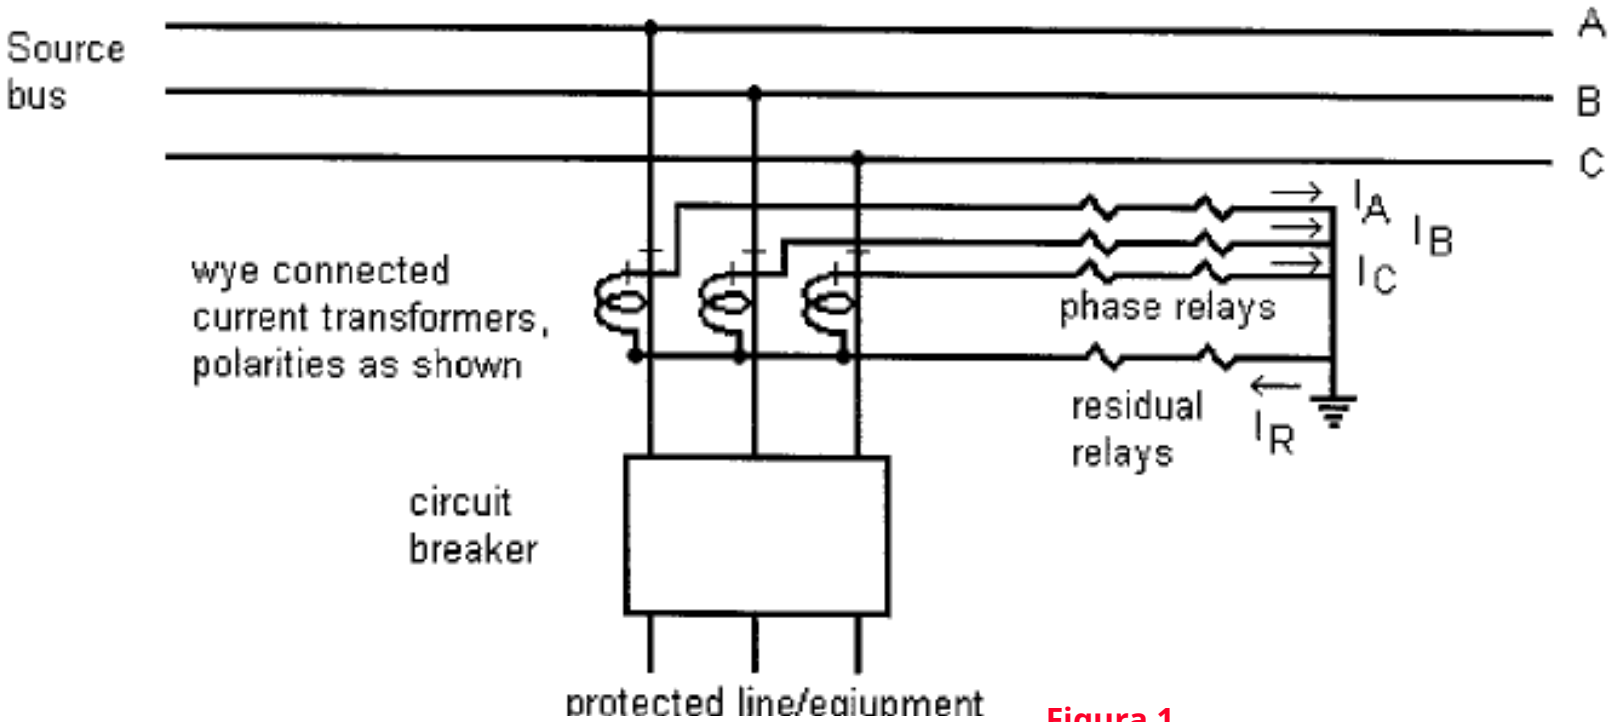

Figura 1
- El circuito de la figura 1 tiene TC de clase C100 600: 5. La corriente de carga máxima es de 475 A equilibrados por fase.